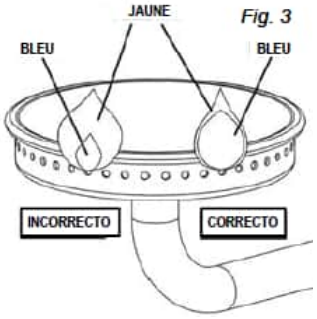

Fig. 3
- Vérifiez visuellement la flamme du brûleur (fig. 3). Une BONNE FLAMME devrait être bleue avec un peu de jaune à la pointe. Une MAUVAISE FLAMME est trop jaune et irrégulière. Si une flamme incorrecte est observée, fermez le bouton de réglage du brûleur, fermez le robinet de la bouteille de gaz, laissez l'appareil refroidir, puis nettoyez le brûleur. Laissez le brûleur sécher complètement avant de le rallumer.